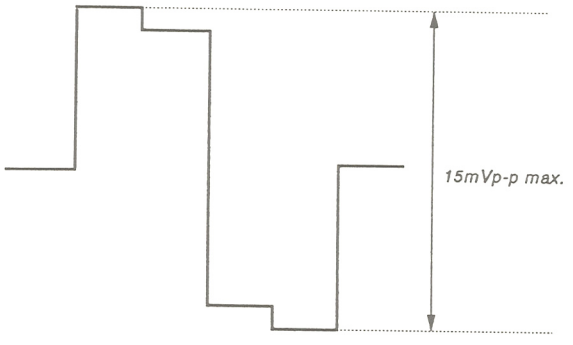

Fig. 8
5. Adjust [SUB PHASE] to minimize the output waveform (15 mVp-p max.) (Fig. 8)